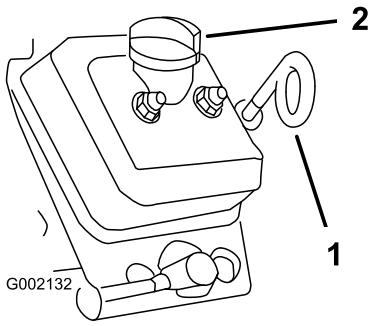

Figuur 33
3. Maak de omgeving van de oliepeilstok en de vuldop (Figuur 33) schoon met een doek zodat er vuil niet in de buis van de peilstok of de vulopening kan vallen en de motor beschadigen.
4. Verwijder de peilstok en veeg hem schoon (Figuur 33).
5. Schuif de peilstok in de peilstokbuis en duw tot hij niet verder kan (Figuur 33).
8. Plaats de vuldop terug (Figuur 33).
9. Steek de oliepeilstok helemaal in de opening (Figuur 33).